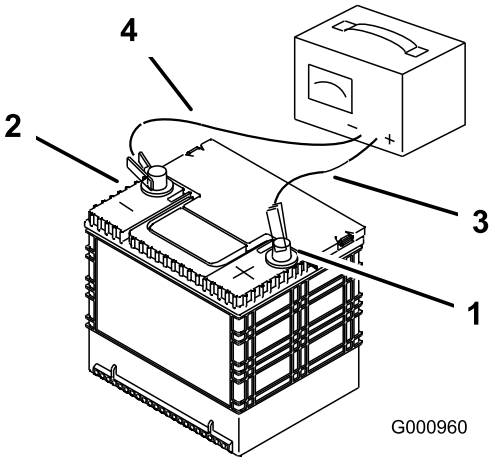

Figur 55
2. När batteriet är fulladdat ska laddaren först kopplas bort från eluttaget och sedan ska laddningskablarna lossas från batteripolerna (Figur 55).